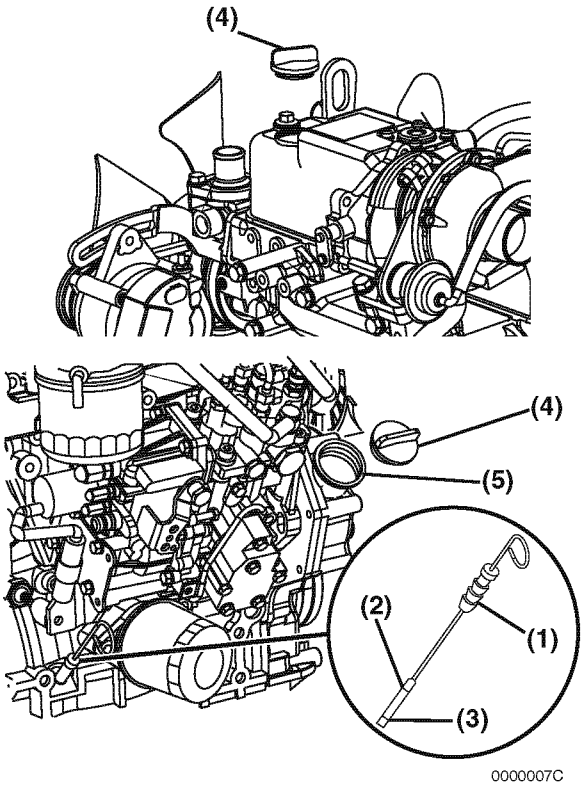

Figure 5-3
8. Add engine oil **(Figure 5-3, (5))** as needed until the level is between the upper **(Figure 5-3, (2))** and lower lines **(Figure 5-3, (3))** shown on the dipstick **(Figure 5-3, (1))**.
9. Reinstall the oil filler cap **(Figure 5-3, (4))**. If any engine oil is spilled, wipe it away with a clean cloth.